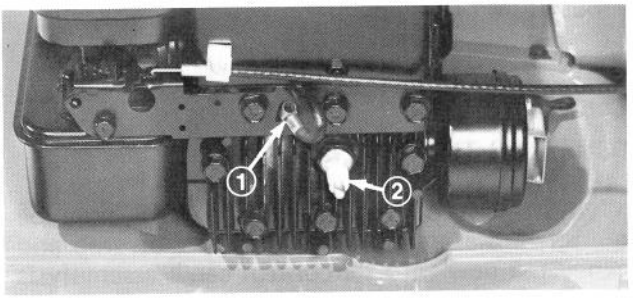

Figure 25
1. Remove spark plug (Fig. 25).